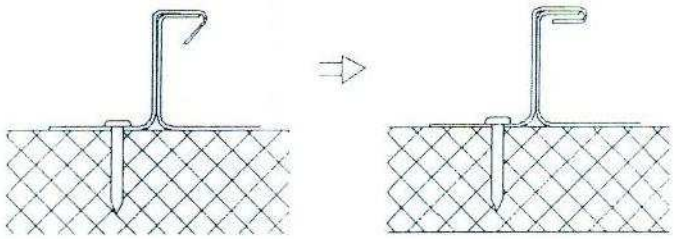

Rys. 4: Zagięcie przedniej krawędzi zaczepów
- Po umieszczeniu i zamocowaniu zaczepów odwrócić przednią krawędź i docisnąć (Rys. 4)